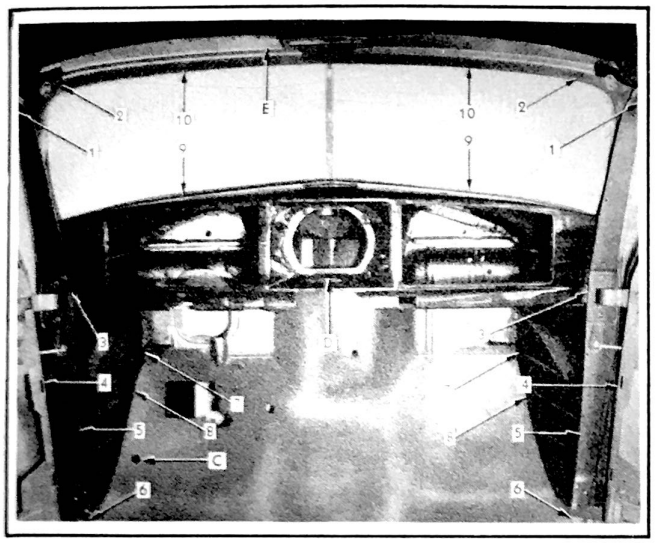

Figure 360
The front pillars are welded to the body header at (1), Fig. 360, to the windshield header at (2), to the instrument panel at (3), to the cowl side panel at (4), to the toe board riser at (5) and to the underbody panel at (6).
The front pillar to dash bracket and toe board riser is welded to the front pillar at (5), Fig. 360, and to the dash panel at (7 and 8).
The instrument panel is welded to the front end panel at (9), Fig. 360, and is welded and riveted to the front pillar reinforcement at (1), Fig. 360.
The windshield header is welded to the front pillars at (2), Fig. 360, and to the front end panel at (10).